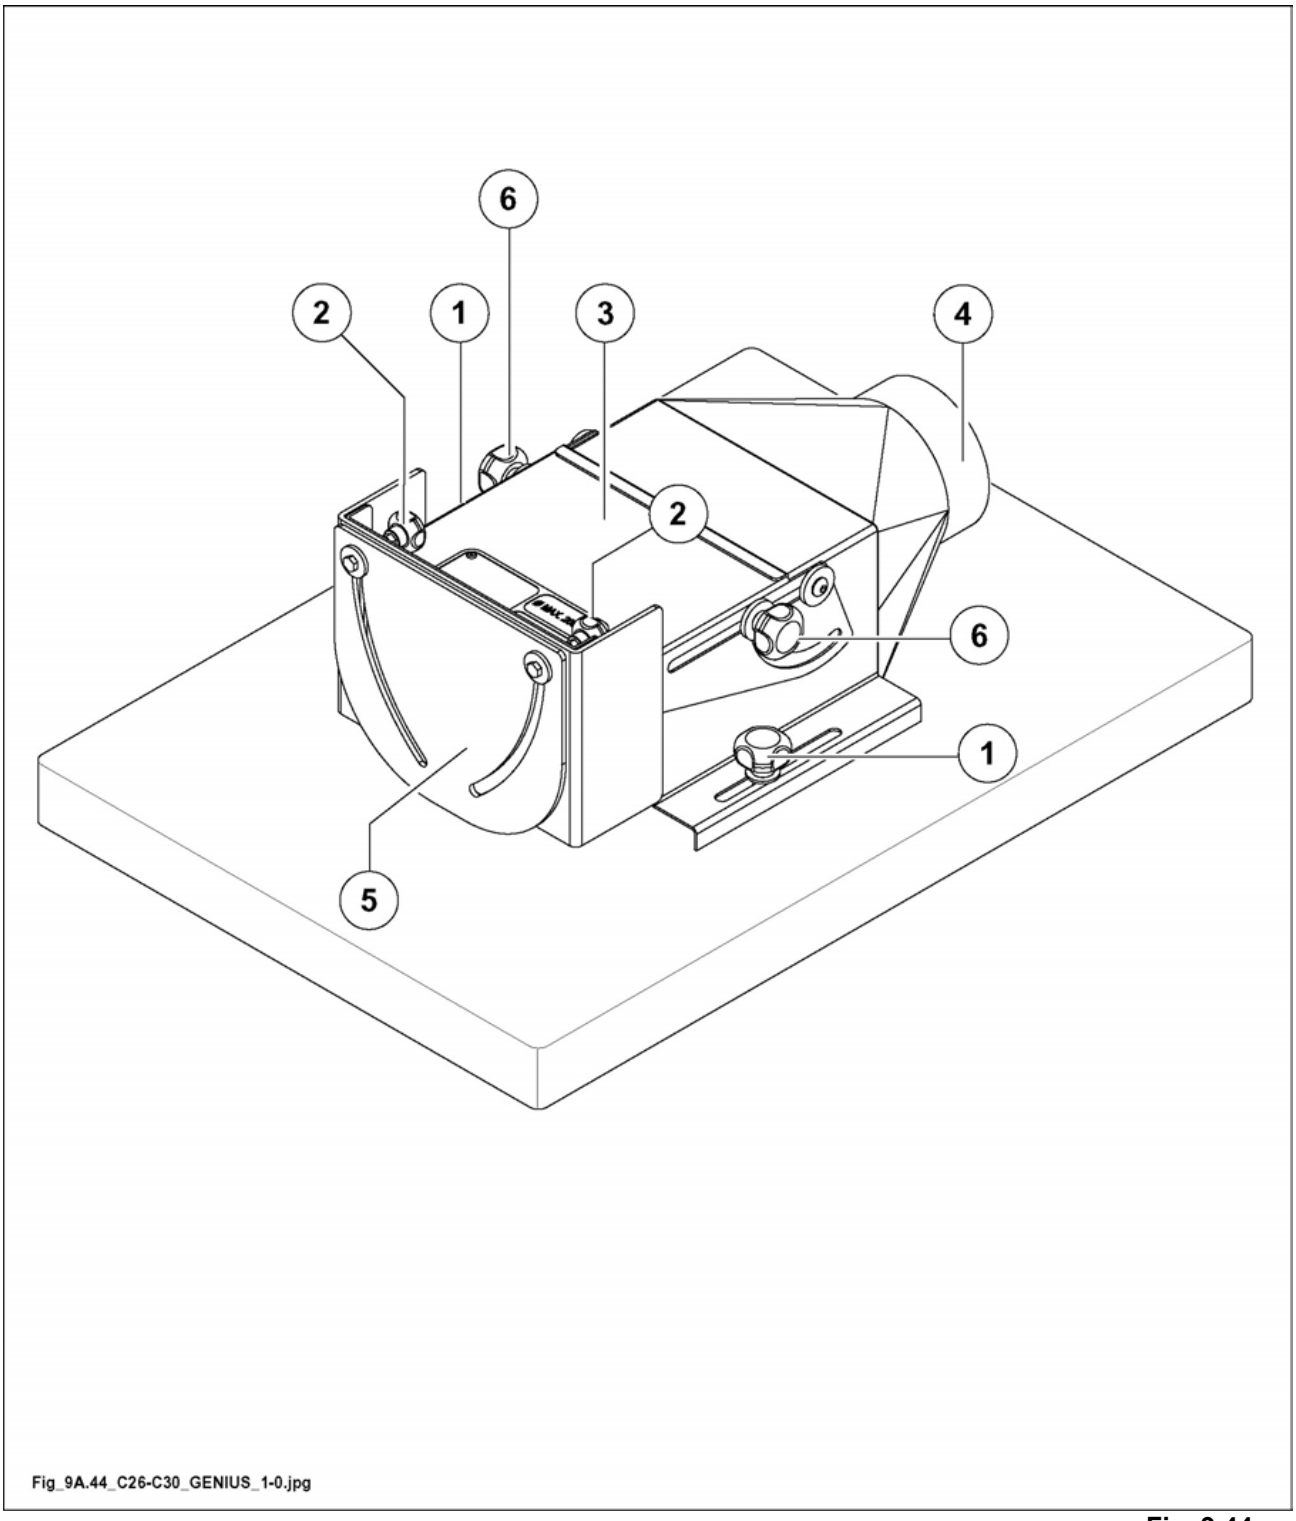

Fig. 9.44
(1 fig. 9.44) - Knobs for locking the hood on the table
(2 fig. 9.44) - Knobs for locking the shield
(3 fig. 9.44) - Cover
(4 fig. 9.44) - Ø 120 mm suction pipe
(5 fig. 9.44) - Shield
(6 fig. 9.44) - Knobs for locking the cover
- Rest the hood on the table in the position proper for the milling depth required, the fasten it by tightening knobs (1 fig. 9.44).
- To protect the upper part of the tool adjust the upper part of the hood by turning the knobs (6 fig. 9.44).
before starting the machine close cover (3 fig. 9.44).